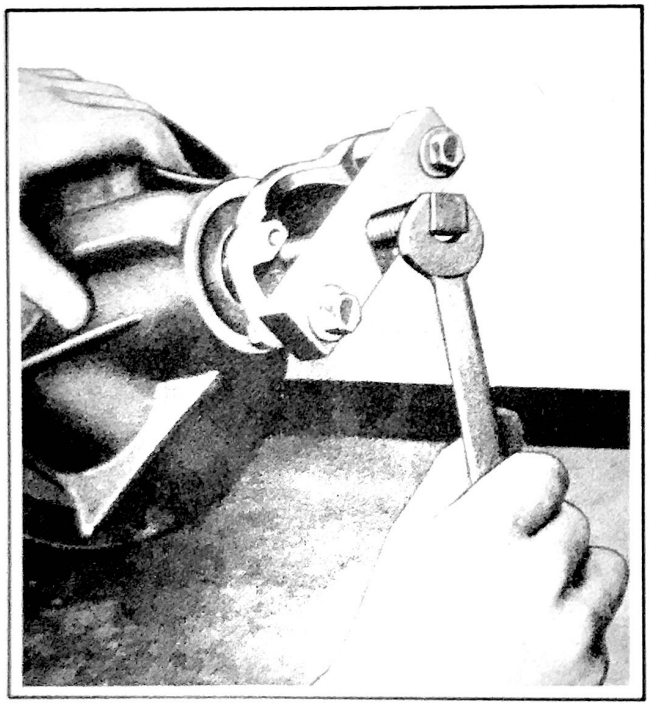

Figure 286 - Pinion Shaft Companion Flange Removal with J-456 Puller
Remove pinion shaft companion flange (26) using companion flange puller tool J 456, as shown in Fig. 286. Pinion (6) Fig. 274, bearing spacer (23) and shims can now be removed from inside carrier.